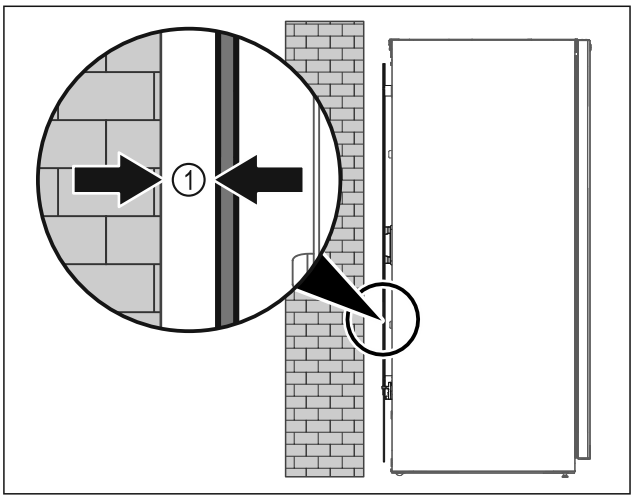

Fig. 50
▶ Instalați aparatul fie liber în încăpere sau direct la un perete cu o distanță minimă de 5 mm *Fig. 50 (1)*.